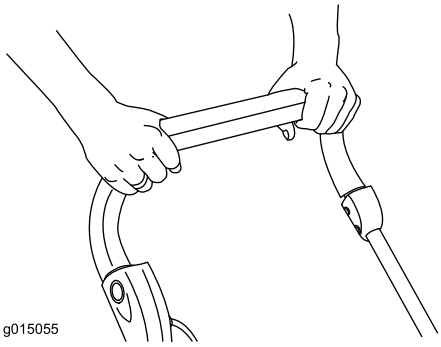

Figuur 11
5. Houd de bedieningsstang tegen de handgreep en laat de knop los (Figuur 11).